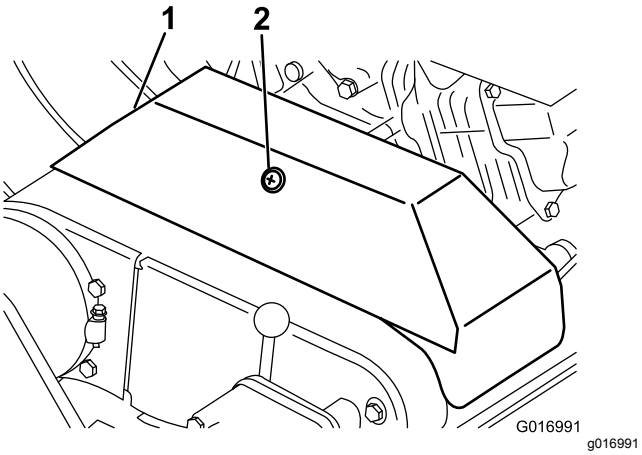

Figur 46
2. Lossa den hållare som håller fast kilremskåpan och öppna kåpan genom att vrida den (Figur 46).